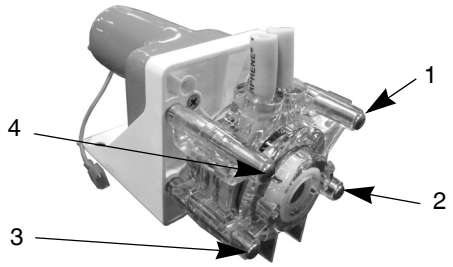

Figure 15. Vis de corps de pompe
2. Desserrez et retirez les quatre vis du corps de la pompe (voir la Figure 15).
7. Tout en maintenant les moitiés de la pompe avec la main, réinsérez les quatre vis à oreilles (voir la Figure 15) et serrez-les à l'aide d'un motif croisé comme indiqué. Les vis à serrage à main doivent être serrées d'environ un quart de tour.